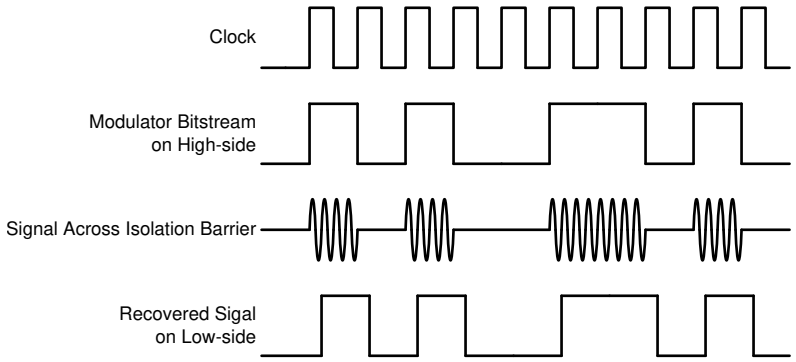

图 7-3. OOK-Based Modulation Scheme
The AMC3306M05 uses an on-off keying (OOK) modulation scheme, as shown in 图 7-3, to transmit the modulator output bitstream across the SiO_2-based isolation barrier. The transmit driver (TX) shown in the *Functional Block Diagram* transmits an internally generated, high-frequency carrier across the isolation barrier to represent a digital *one* and does not send a signal to represent a digital *zero*. The nominal frequency of the carrier used inside the AMC3306M05 is 480 MHz.